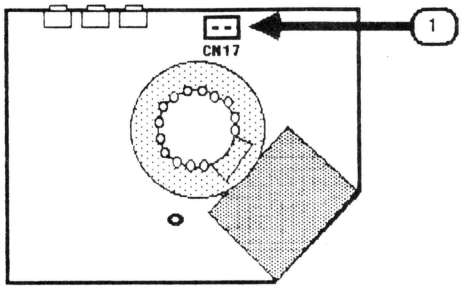

FIGURE 20
a) CN17 (CRT socket board) -- Figure 20, #1